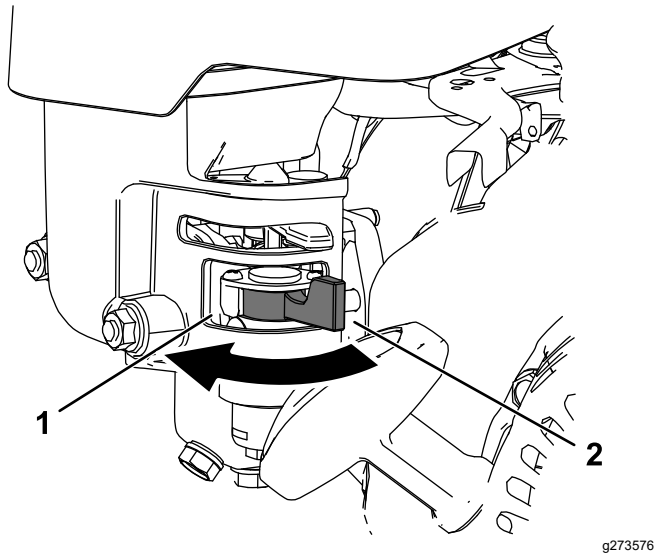

**Figuur 22**
- Om de brandstofafsluitklep te openen, draait u de hendel van de brandstofafsluitklep naar de handgreep van het startkoord (Figuur 22).
- Om de brandstofafsluitklep te sluiten, draait u de hendel van de brandstofafsluitklep weg van de handgreep van het startkoord (Figuur 22).